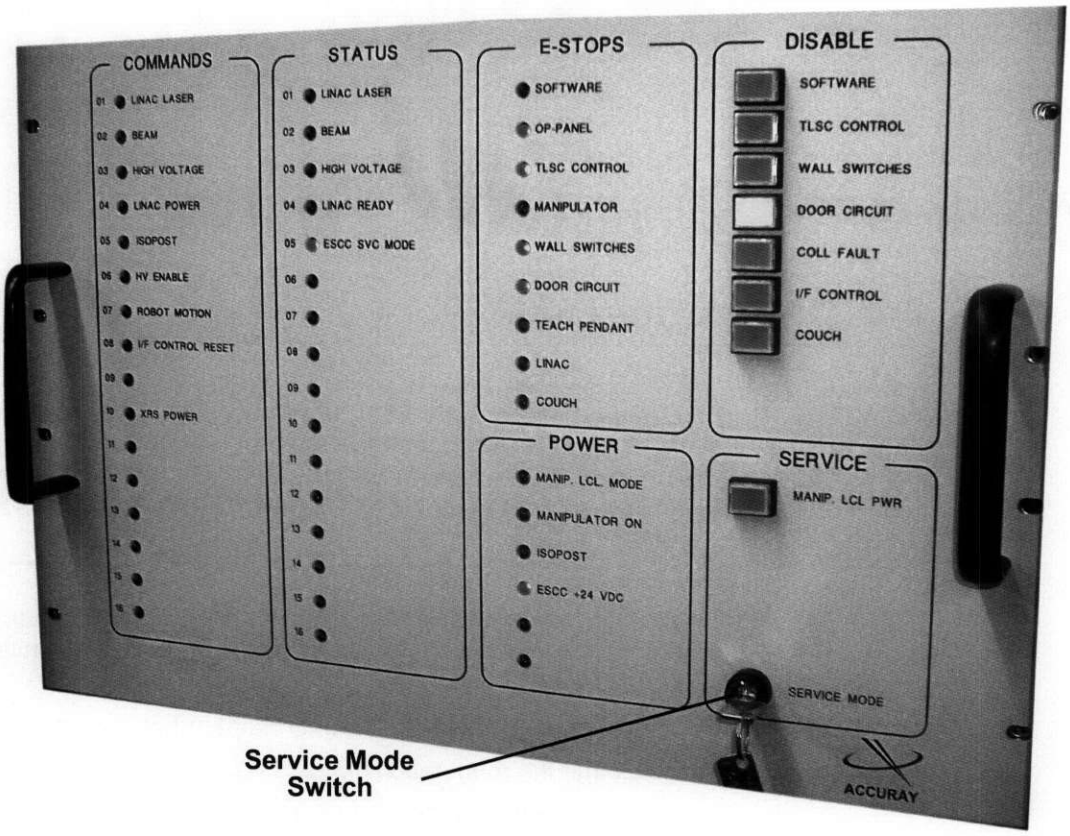

**Figure 1 E-Stop Control Chassis (ESCC)**
**Step 4.** Verify that the E-Stop control chassis (ESCC) is **not** in the Service Mode. (*Figure 1 E-Stop Control Chassis (ESCC), page 2.*)